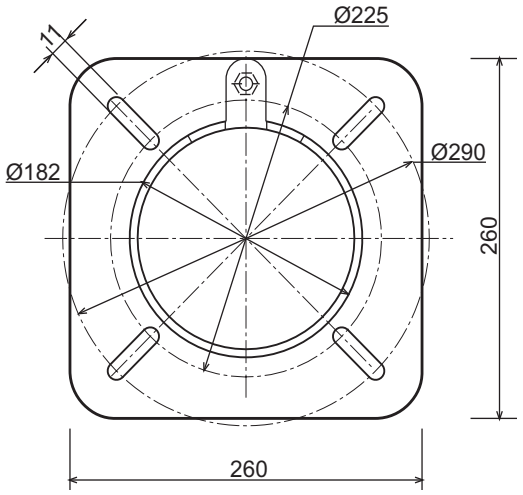

fig. 2a
1) Taladrar la placa de cierre de la cámara de combustión respetando las cotas indicadas en la fig. 2a.